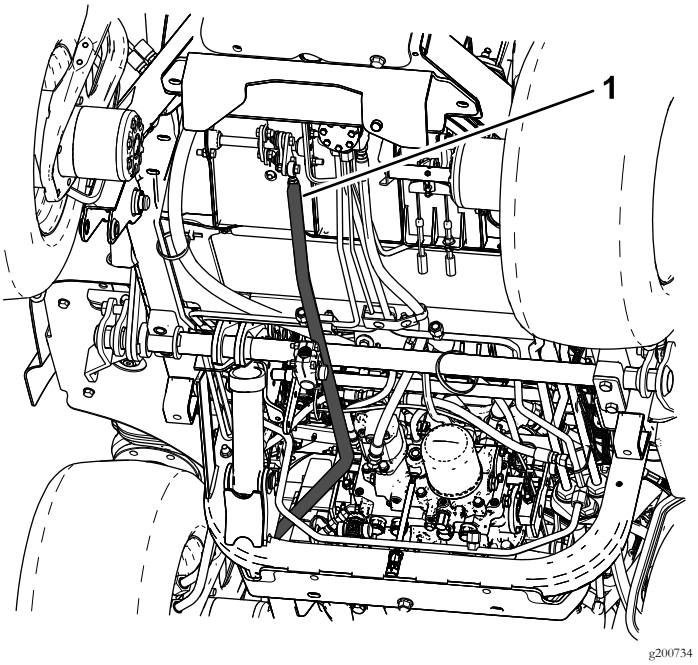

Figure 5
2. Remove the existing traction rod from the traction-lever arm and the front linkage (Figure 5).
5. Install the new traction rod to the traction-lever arm and the front linkage (Figure 5 and Figure 6).